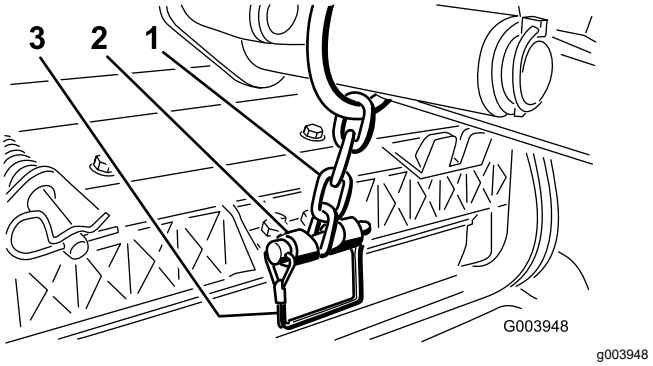

Figur 12
14. Fäst lyftarmens kedja på kedjefästet med låsstiftet (Figur 12).